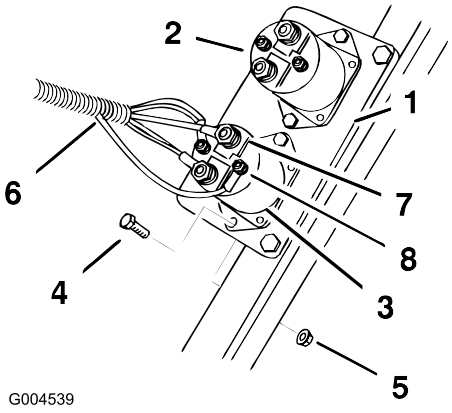

Figur 7
2. Montera elektromagneten på den befintliga plattan med två bultar (nr 10 x 3/4 tum) och två muttrar (nr 10) i enlighet med Figur 7.